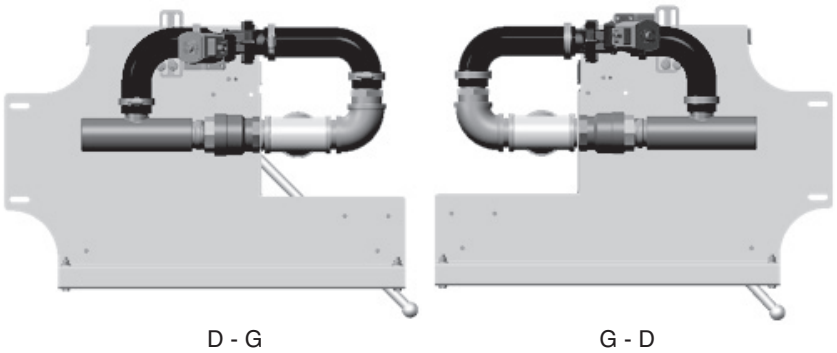

Fig. 17
22. Installez les boyaux de caoutchouc au raccord en T de plastique et le raccord indenté sur l'assemblage de la vidange principale et resserrez les serres. **Assurez-vous que l'assemblage correspond au diagramme selon la direction de l'unité (Fig. 17) et que l'électrovanne est installée correctement pour la direction de la circulation de l'eau de la vidange.**